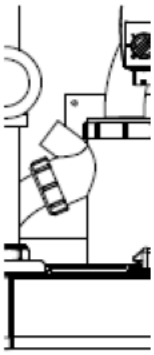

рис. 8.1
• Окрутите гайки (U) и (V) и снимите газовую трубу (Z), см. рис. 8.1.